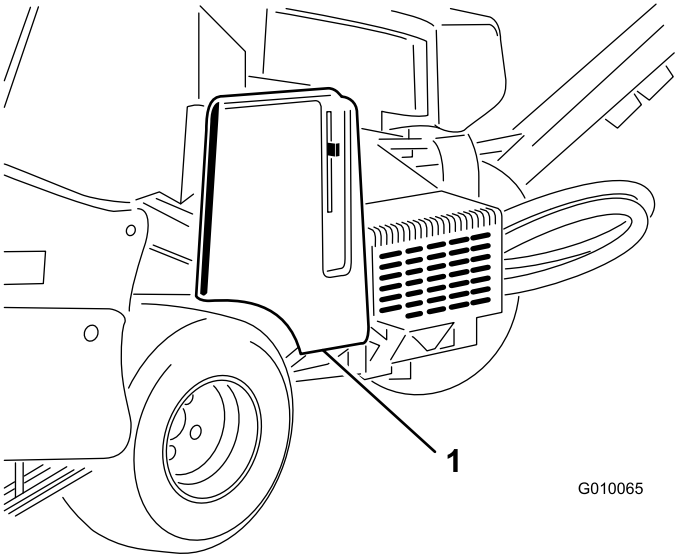

**Rysunek 55**
1. Odblokuj i zdejmij pokrywę paska (Rysunek 55).